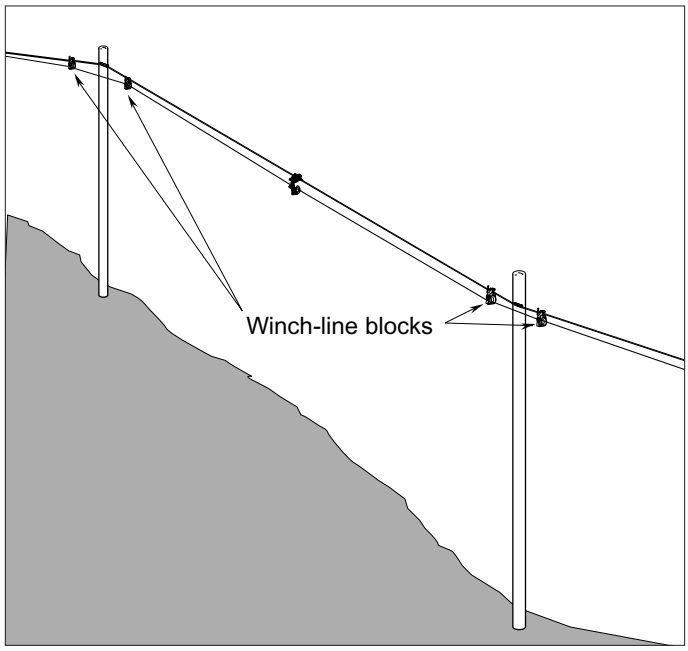

Figure 36 - Winch-line block use
7.30 Prepare the cable route by placing cable blocks at all required points. Install steel winch-line blocks at all heavy corners and stress points (e.g., the top or bottom pole in a section with severe elevation changes) (Figure 36).